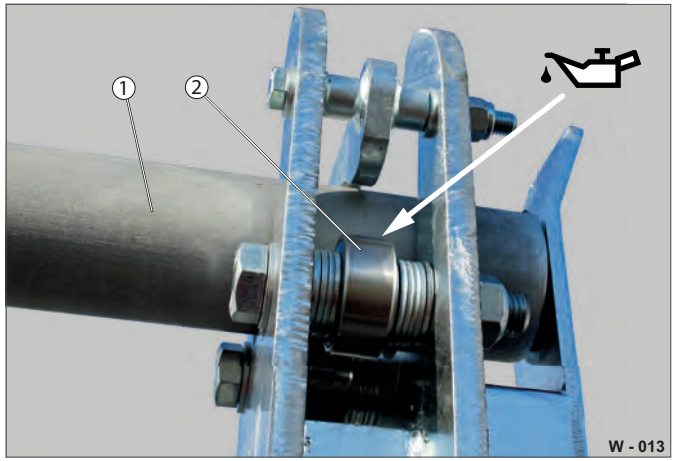

Fig. 13 Leje-/smørested transportaksel
▶ Rengør regelmæssigt transportakslens lejested (Fig. 13 /1).
▶ Kontrollér, at kuglelejerullerne (Fig. 13 /2) ikke blokeres af fremmedlegemer.